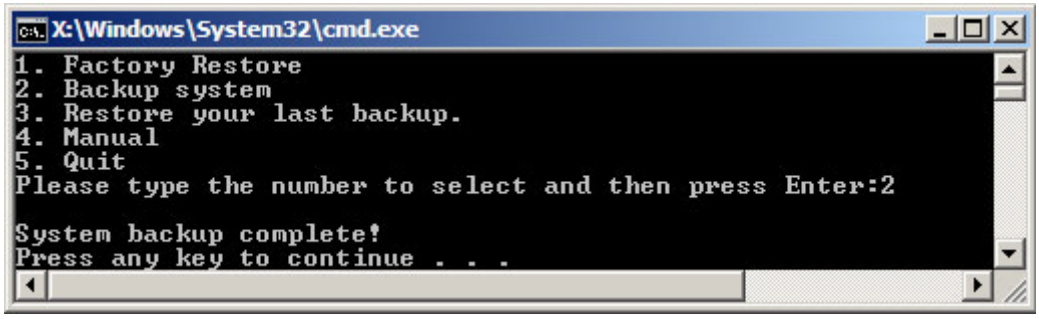

Figure B-30: System Backup Complete Window
Step 3: The screen shown in **Figure B-30** appears when system backup is complete. Press any key to reboot the system.